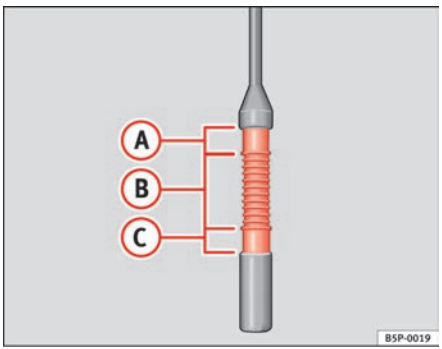

Fig. 165 Engine oil dipstick.
– Then pull it out once more and check the oil level ⇒ fig. 165. Top up with engine oil if necessary.